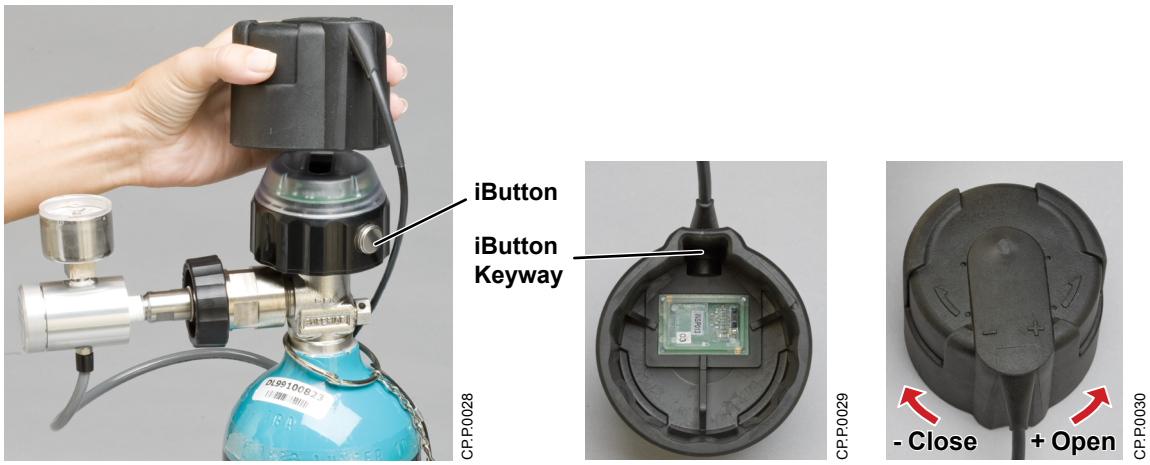

Figure 4-3 Views of the Transport Regulator/Cap Assembly
5. Place the cap portion of the assembly over the INOmeter (Figure 4-3).